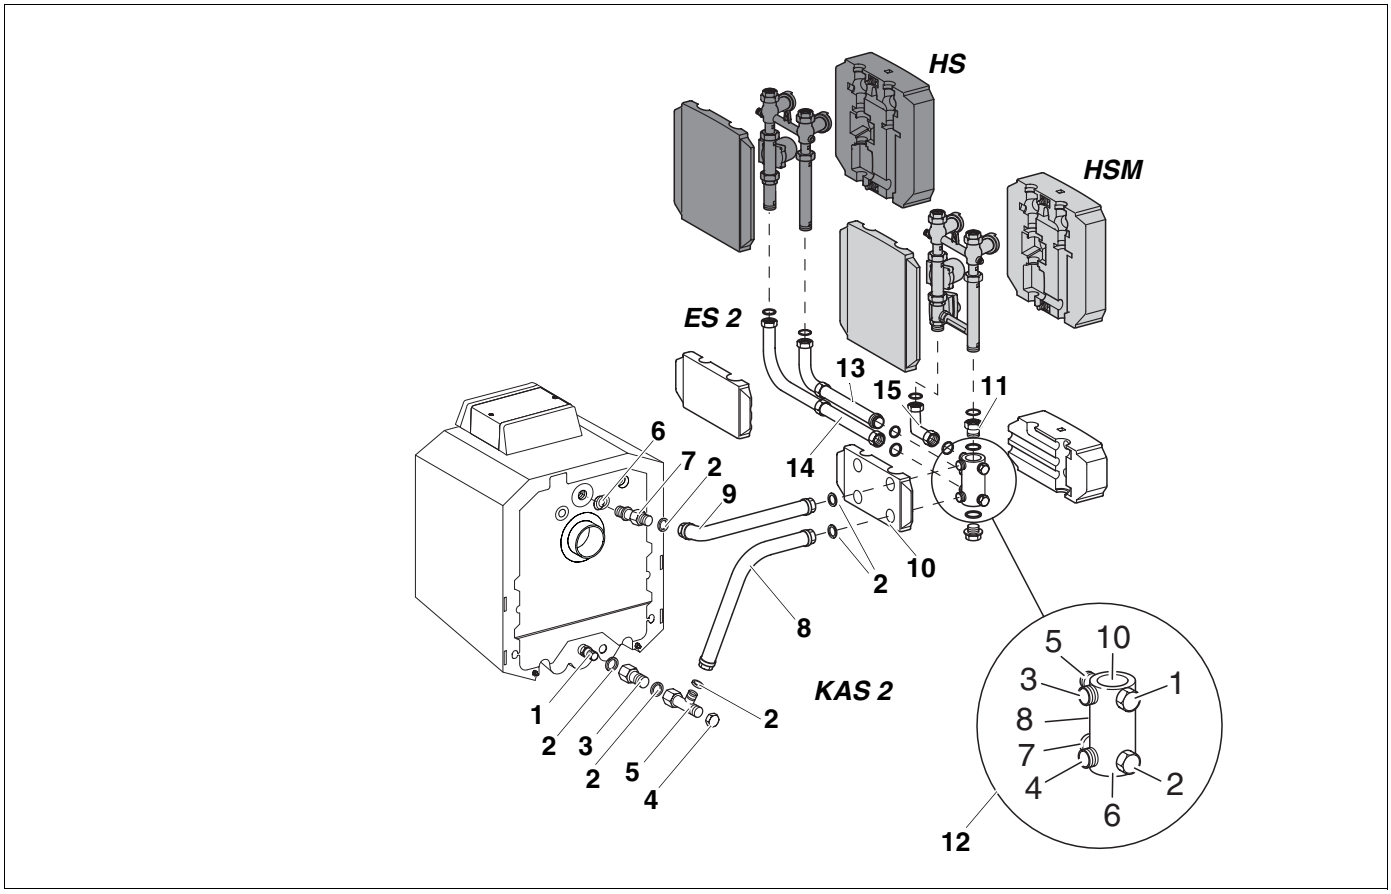

Abb. 9 Seitlich parallel Linksanbau
Die Nummerierung der Anschlüsse am eingebauten Multifunktionsverteiler muss unbedingt mit der Nummerierung in Abb. 9 übereinstimmen, sonst stimmen die Vor- und Rücklaufanschlüsse von der Kesselseite mit der Heizkreis-seite nicht überein!
- Heizkreis-Set mit Mischer (HSM) oder ohne Mischer (HS) entsprechend Abb. 9 aufschrauben.